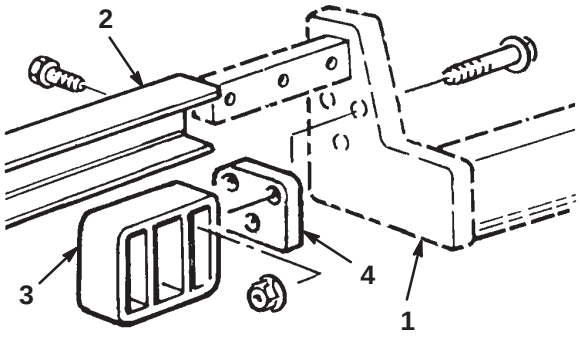

Figure 6
3. Mount a rear cradle to each lift arm with 3 capscrews (3/8 x 2 in.), spacers, and flange nuts as shown in Figure 6.